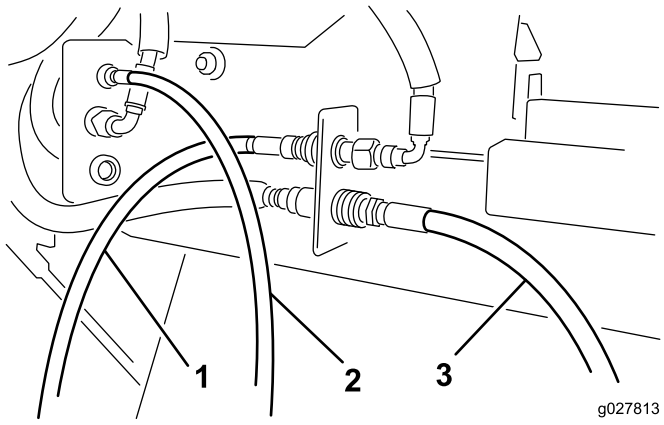

Figuur 5
5. Verbind de snelkoppelingen van de hydraulische motorslang met de koppelingen van de Versa-Vac; zie Figuur 5.